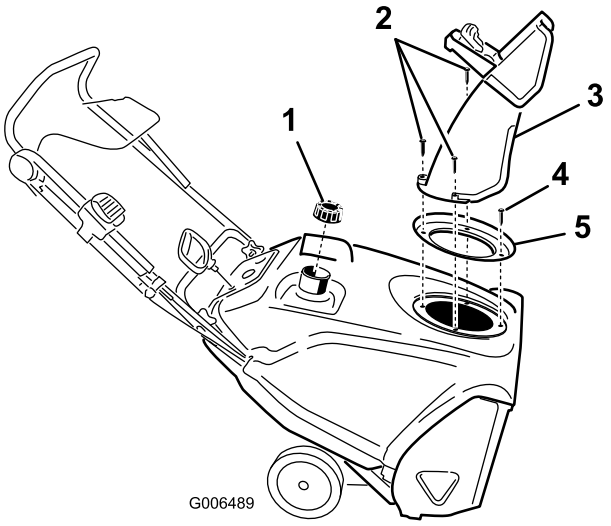

Figur 33
3. Fjern utløpssjakten, det tilhørende håndtaket og sjakttetningen ved å ta ut de tre store skruene og én liten skrue (Figur 33).